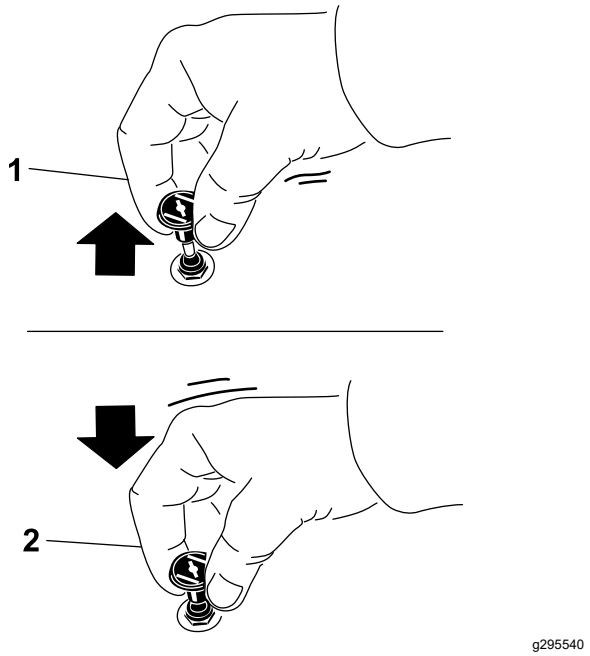

Figur 30
1. Dra upp chokereglaget så att choken aktiveras innan du använder tändningslåset (Figur 30).
2. Tryck ned chokeknappen så att choken avaktiveras när motorn har startats (Figur 30).